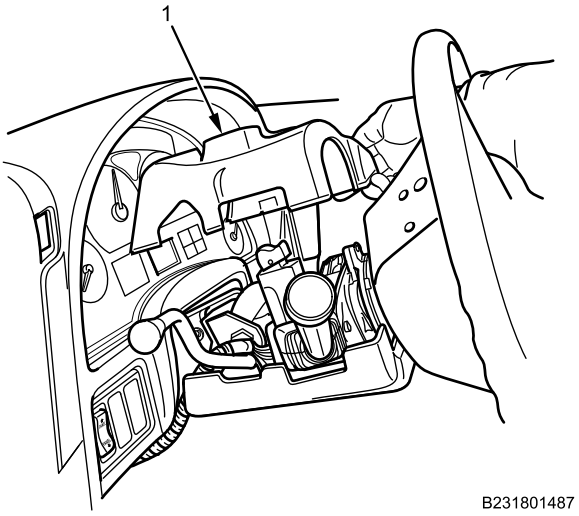

Figure 7. Steering Column Cover Upper Section.
3. Position steering column cover upper section (Figure 7, Item 1) on steering wheel column.